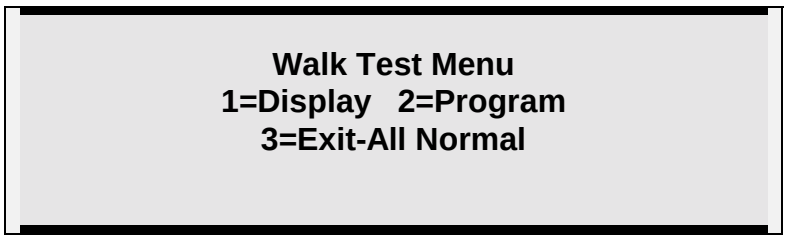

Figure T4
2. The Walk Test LED will begin flashing at 120 PPM. Figure T4 is now displayed.